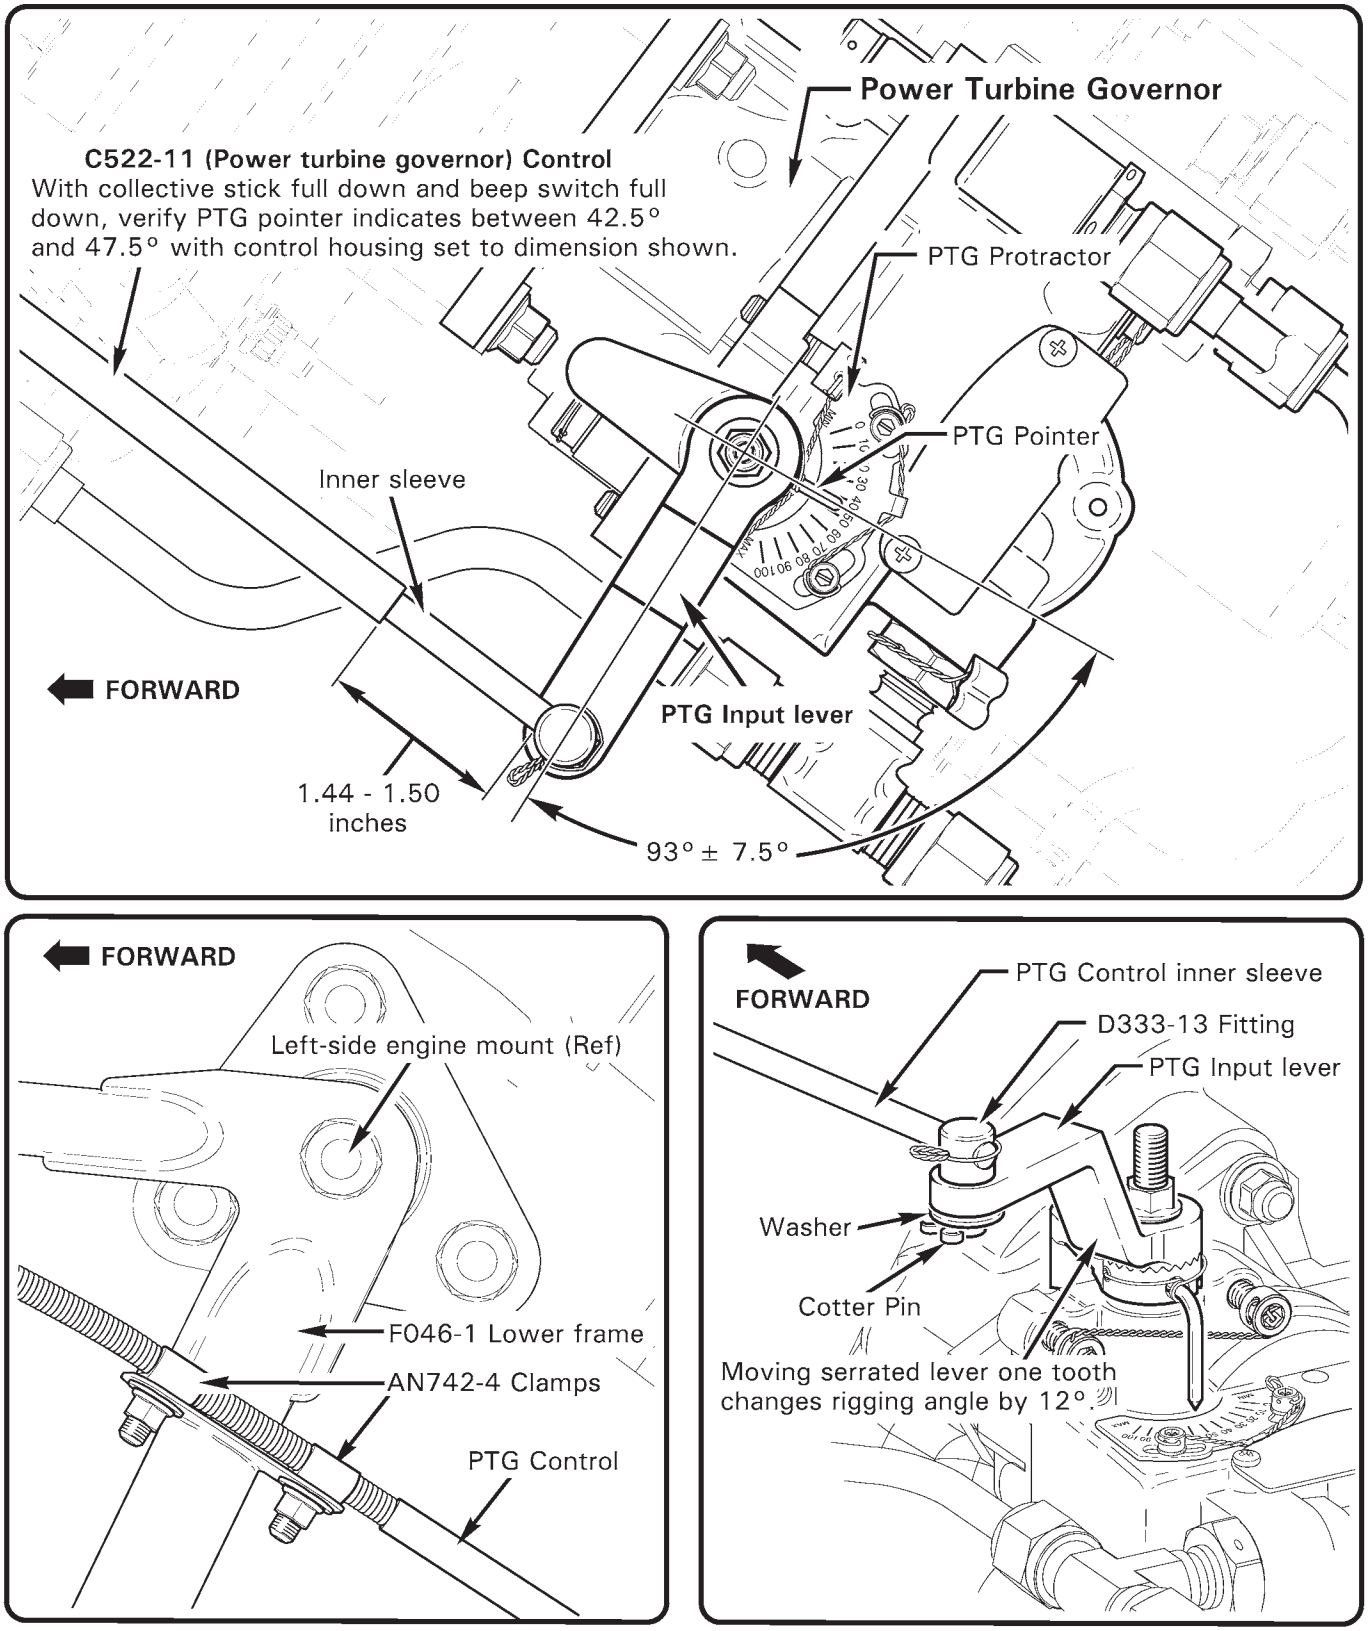

FIGURE 76-2 POWER TURBINE GOVERNOR
2. Refer to Figure 76-2. Remove cotter pin and washer securing C522-11 (power turbine governor) control inner sleeve and D333-13 fitting to PTG input lever.
2. Refer to Figure 76-2. Verify PTG input lever rigging angle is 93.0° ± 7.5°. As required, remove hardware securing serrated levers and reposition to proper angle. Install hardware, special torque nut per Section 20-33, and torque stripe per Figure 5-1.
2. Refer to Figure 76-2. With collective stick full down, “beep” collective toggle switch to full down. Verify PTG pointer indicates between 42.5° and 47.5° on PTG protractor. Turn BATTERY switch OFF.